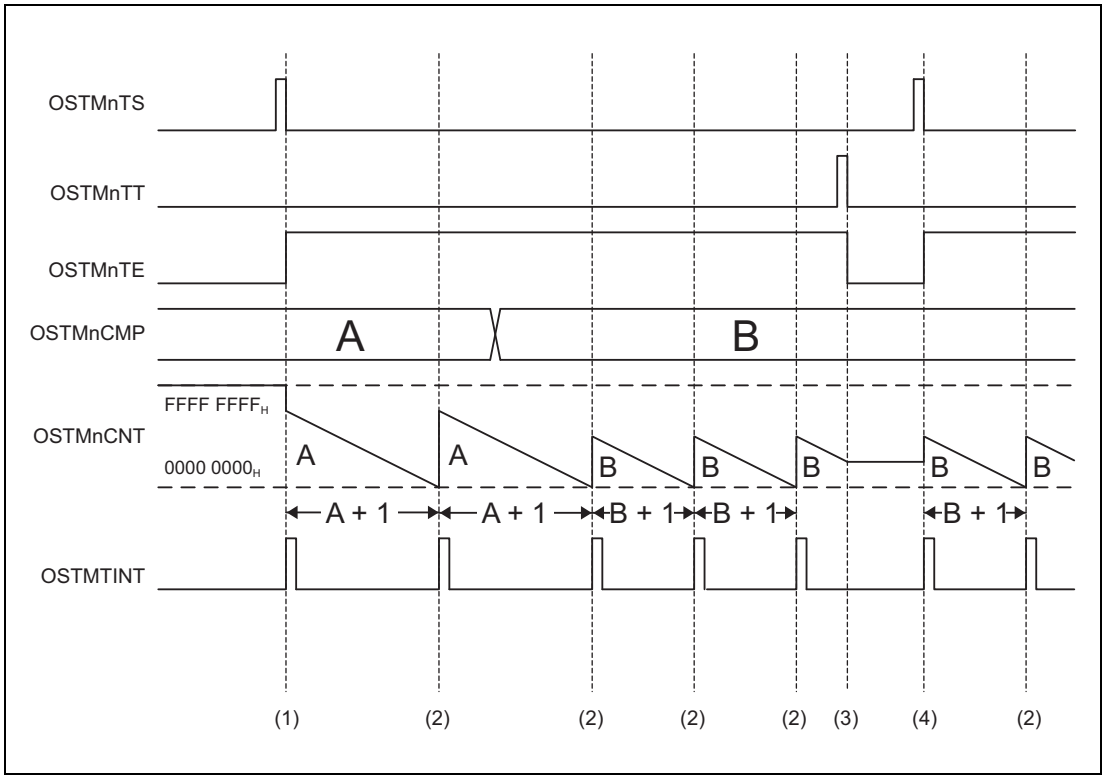

図 23.3 インターバルタイマモードの OSTM のタイミング図
(1) カウンタは、**「図 23.3　インターバルタイマモードの OSTM のタイミング図」**で説明されているように動作を開始します。
(2) カウンタは、動作している間（OSTMnTE.OSTMnTE = 1）OSTMnTS.OSTMnTS = 1 にすると、リスタートします。